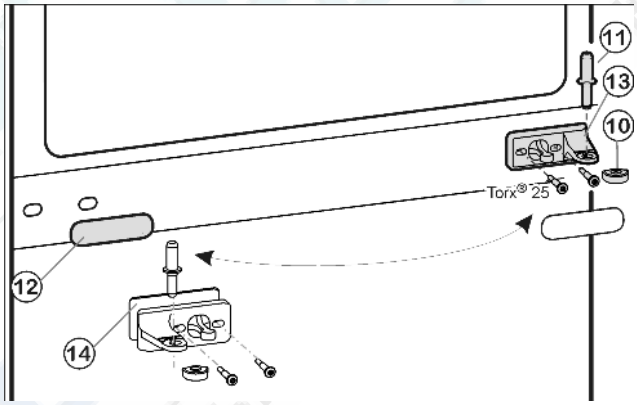
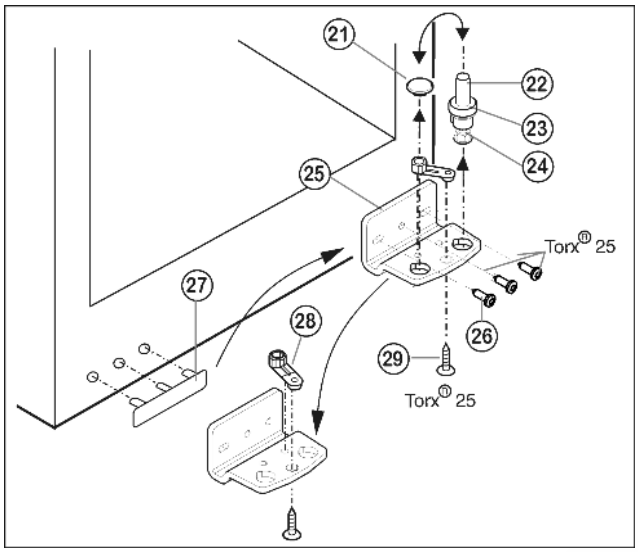

Fig. 5
Fig. 6
- ▶ Вытащите из опорного кронштейна и нижней дверцы средний опорный винт *Fig. 5 (11)*.
- ▶ Снимите пластмассовый колпачок *Fig. 5 (10)*.
- ▶ Открутите средний опорный кронштейн *Fig. 5 (13)* (2 шт. Torx® 25).
- ▶ Осторожно снимите накладку *Fig. 5 (12)*.
- ▶ Прикрутите средний опорный кронштейн *Fig. 5 (13)* с подкладкой *Fig. 5 (14)* с поворотом на 180° на новую сторону шарнира **(с моментом 4 Нм)**.
- ▶ Защелкните накладку *Fig. 5 (12)*, повернув на 180 °, на стороне, где теперь будет ручка.
- ▶ Извлеките опорный винт *Fig. 6 (22)* в комплекте с шайбой *Fig. 6 (23)* и регулируемой опорой *Fig. 6 (24)*, вытягивая его вверх.
- ▶ Снимите пробку *Fig. 6 (21)*.
- ▶ Открутите *Fig. 6 (26)*опорный кронштейн *Fig. 6 (25)*.
- ▶ Открутите *Fig. 6 (29)*опорную деталь *Fig. 6 (28)* и, переставив в отверстие на противоположной стороне опорного кронштейна, снова прикрутите.
- ▶ Осторожно снимите и переставьте на противоположную сторону крышку со стороны ручки *Fig. 6 (27)*.
- ▶ Снова прикрутите опорный кронштейн *Fig. 6 (25)* на новой стороне шарнира **(с моментом 4 Нм)**. При необходимости используйте аккумуляторный шуруповерт.
- ▶ Переставьте пробку *Fig. 6 (21)* в свободное отверстие.
- ▶ Вновь установите опорный винт *Fig. 6 (22)* в комплекте с шайбой и регулируемой опорой. При этом фиксатор должен быть направлен назад.
- ▶ Установите нижнюю дверцу сверху на нижний опорный винт *Fig. 6 (22)*.
- ▶ Снова наденьте пластмассовый колпачок *Fig. 5 (10)* на средний опорный кронштейн *Fig. 5 (13)*.
- ▶ Вставьте средний опорный винт *Fig. 5 (11)* на новой стороне шарнира через средний опорный кронштейн *Fig. 5 (13)* в нижнюю дверцу.
- ▶ Установите верхнюю дверцу на средний опорный винт *Fig. 5 (11)*.
- ▶ При необходимости выровняйте дверцы через два продольных паза в нижнем опорном кронштейне *Fig. 6 (25)* и среднем опорном кронштейне *Fig. 5 (13)* параллельно корпусу устройства. Для этого выкрутите средний винт на нижнем опорном кронштейне *Fig. 6 (25)*.